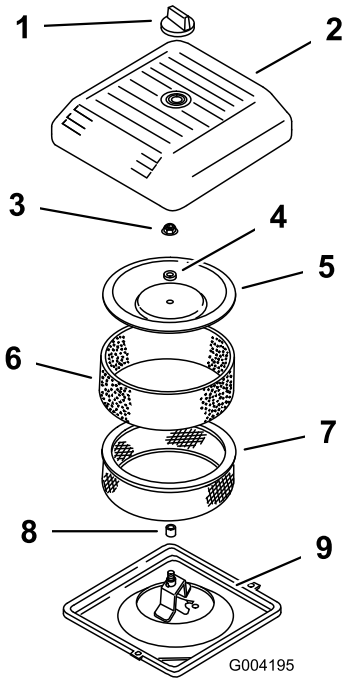

Figur 15
2. Skru knappen af, og fjern luftfilterdækslet (Figur 15).
3. Skub forsigtigt skumforfilteret ud af papirindsatsen (Figur 15).
4. Skru dækselmøtrikken af, og fjern dækslet, afstandsklodsen og papirfilteret (Figur 15).
2. Placer luftfilteret på luftfilterfoden (Figur 15).
3. Monter dækslet og afstandsklodsen, og fastgør det med dækselmøtrikken (Figur 15). Tilspænd møtrikken til 10,7 Nm.
4. Monter luftfilterdækslet, og fastgør det med knappen (Figur 15).